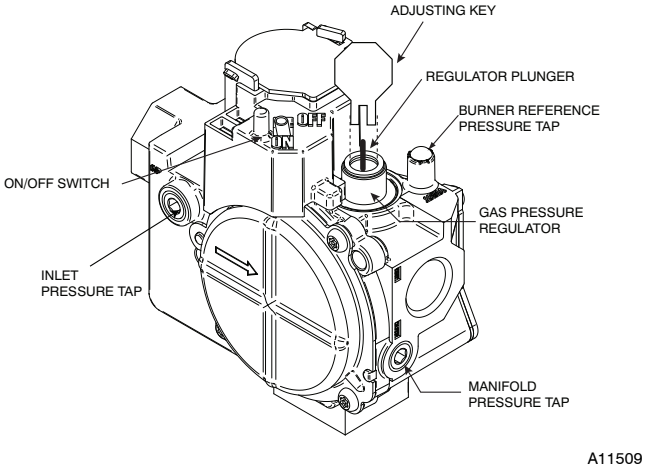

Fig. 23 - Manifold Pressure Adjustment Key
5. If manifold pressure needs to be adjusted, use gas valve adjustment key, factory-supplied in this kit or adhesive pouch. (See Fig. 23.)
6. Remove cap that conceals adjustment screw for gas valve regulator. (See Fig. 23.)
7. Turn adjusting screw using supplied ADJUSTING KEY either counterclockwise (out) to decrease input rate or clockwise (in) to increase rate. (See Fig. 23.)
14. Remove manometer and replace manifold pressure tab plug. (See Fig. 23.)